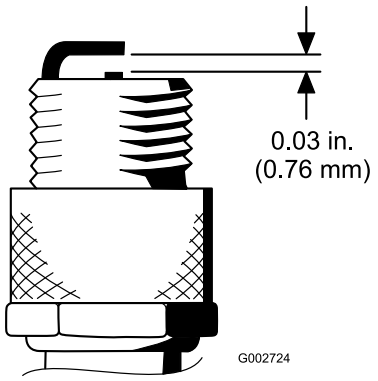

Figure 44
4. Réglez l'écartement entre les électrodes centrale et latérale à 0,76 mm (Figure 44).